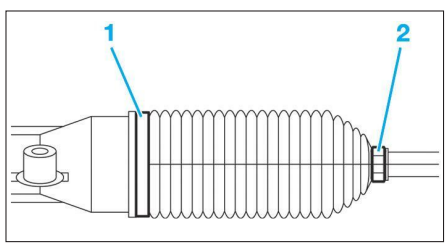

**Fig. 2**
• Déposer les colliers (1) et (2) du côté droit (**Fig.2**).